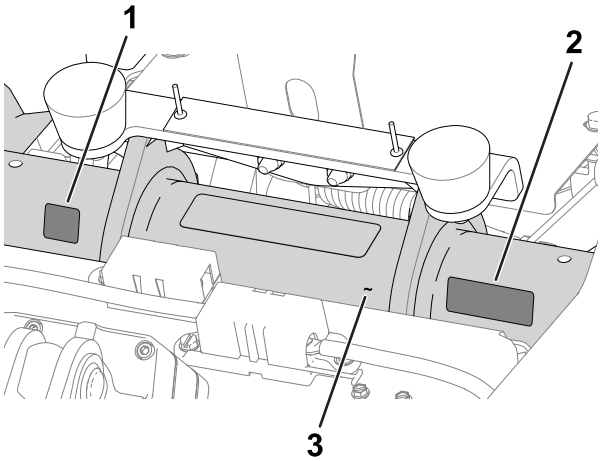

Figura 5
- **Pegatina del año de fabricación** y **pegatina CE/UKCA**: aplique las pegatinas del tubo del bastidor debajo del asiento y la placa del número de serie; consulte la Figura 5.